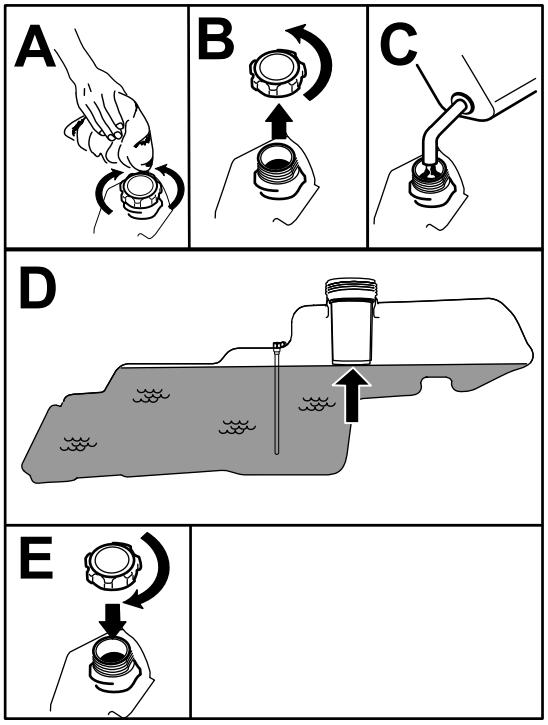

Rysunek 7
5. Napełniaj zbiornik paliwa do dolnego poziomu szyjki wlewu (Rysunek 7). Nie napełniaj całego zbiornika.